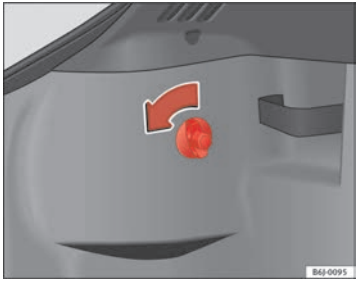

Fig. 143 Acceso a pilotos posteriores
– Gire el tornillo en el sentido de la flecha con la mano o la ayuda de un destornillador ⇒ fig. 143.
– Rtire el conector del alojamiento (A) ⇒ página 228, fig. 143.